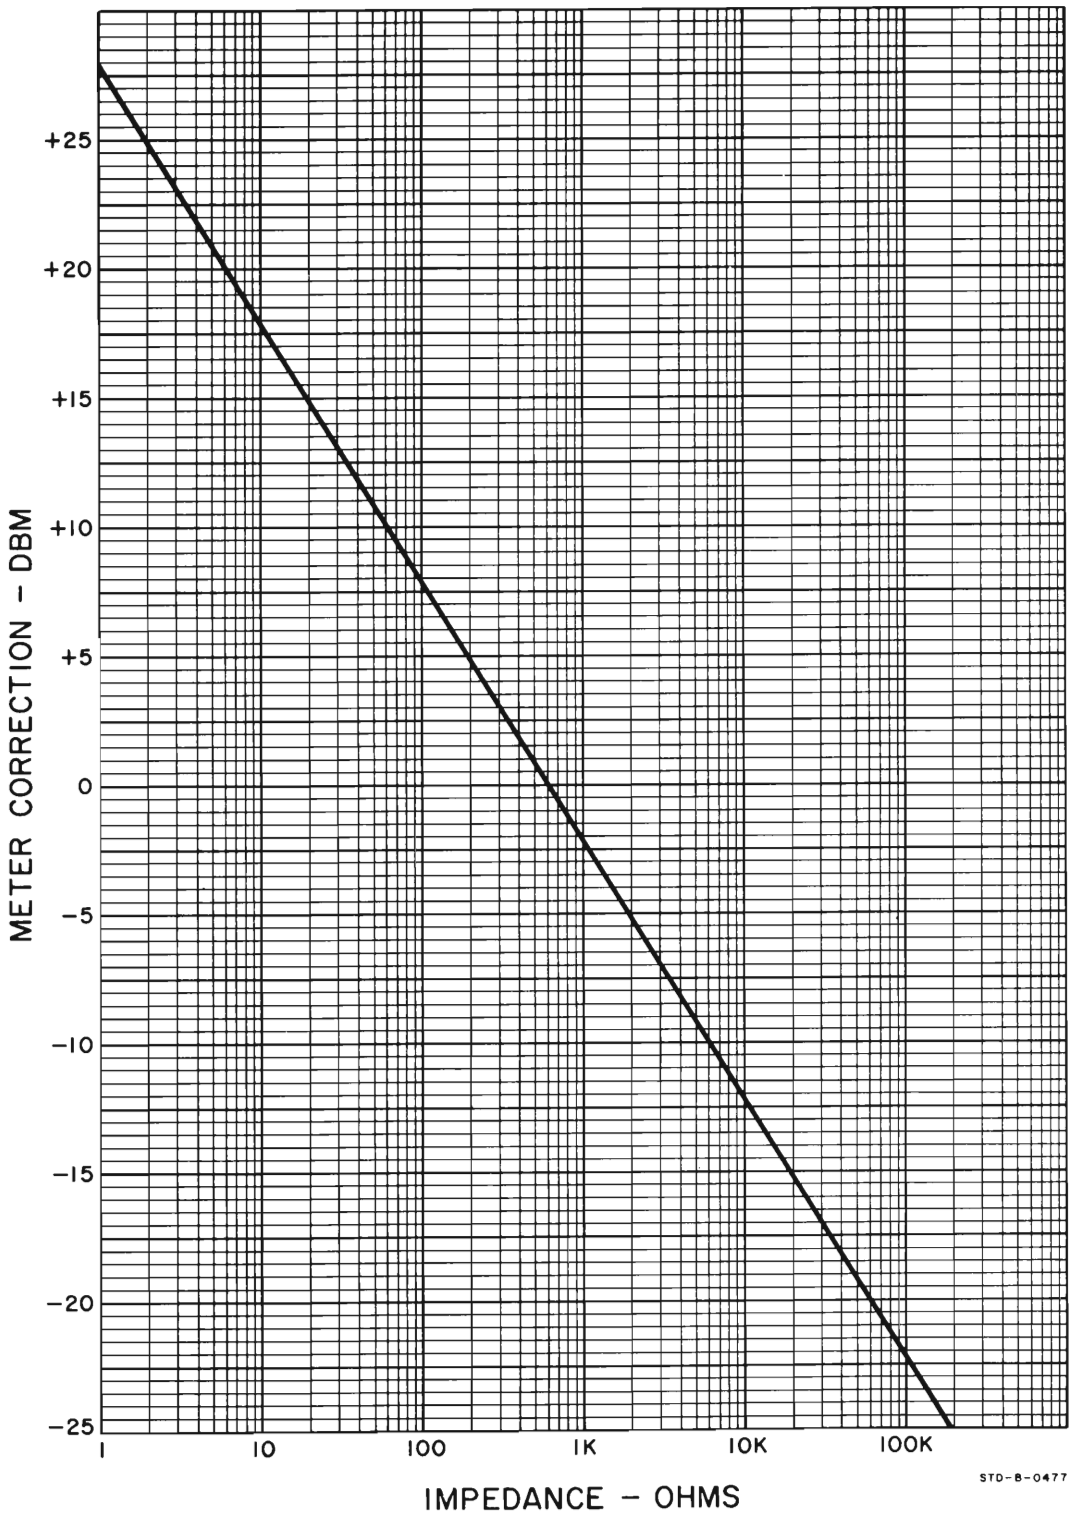

Figure 3-2. Impedance Correction Graph
e. To convert a dB reading to dBm, use the Impedance Correction Graph (Figure 3-2). For example, to convert a +30 dB reading made across a 50Ω load to dBm, locate the 50Ω load impedance on the bottom of the graph. Follow the impedance line to the heavy black line and read the meter correction at that point. The correction for 50Ω is +10.5 dBm, and the corrected reading is +40.5 dBm.